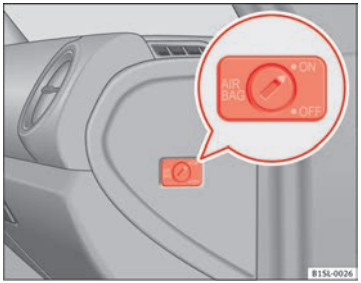

Fig. 49 Côté passager : commande à clé pour activer et désactiver l'airbag frontal côté passager.
- À l'aide de la clé du véhicule, tournez la commande à clé sur la position **OFF** ⇒ fig. 49.
- À l'aide de la clé du véhicule, tournez la commande à clé dans la position **ON** ⇒ fig. 49.